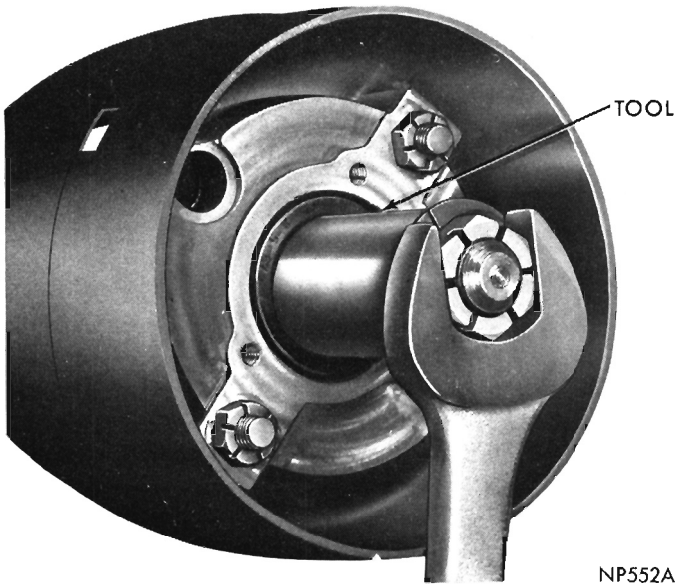
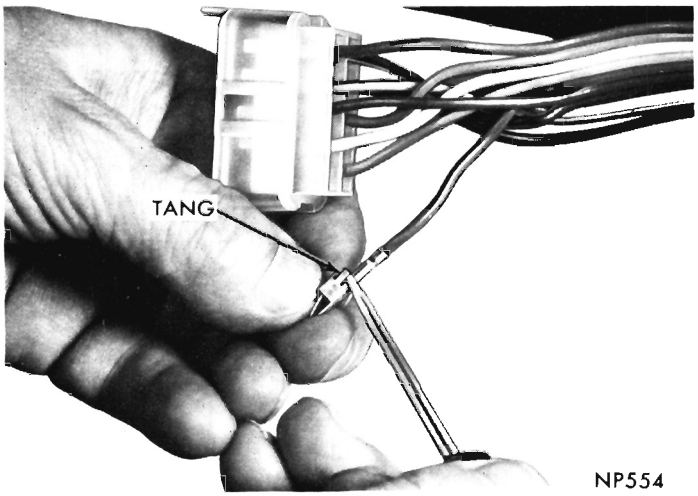

Fig. 10—Pulling Shaft Through Bearing
Fig. 11—Spreading Tang on Wire Terminal
(12) Install snap ring in lower groove on upper end of steering shaft. Slide shaft into column and through upper bearing **by hand.** Install Tool C-3879, washer and steering wheel nut (Fig. 10). Turn nut to pull shaft through bearing, then install upper snap ring.
(13) Position turn signal switch in bearing housing, install switch retainer plate and secure with the three screws.
(14) Bend turn signal wiring terminal tangs outward slightly (Fig. 11). Then install wires in their